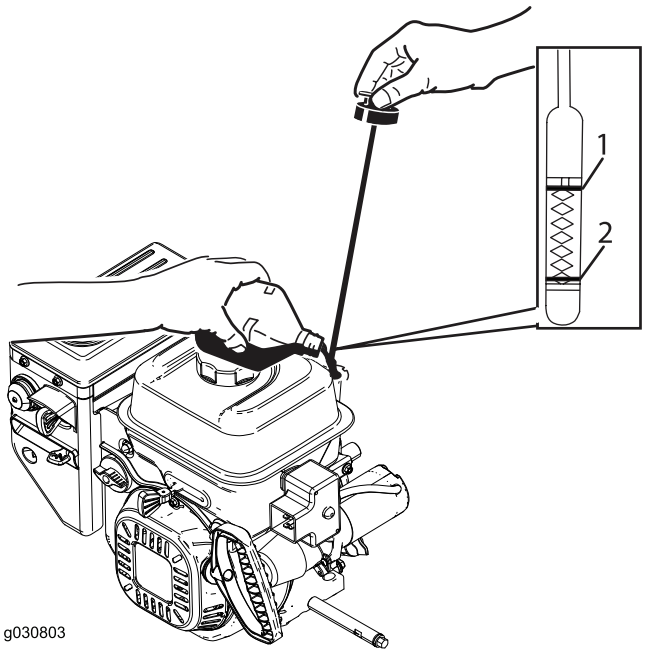

Figur 42
2. Ta ut peilestaven, og kontroller oljenivået (Figur 42). Hvis oljenivået er under Add-merket på peilestaven må du fylle på mer olje. Se 6 Fylle olje på motoren (side 9).